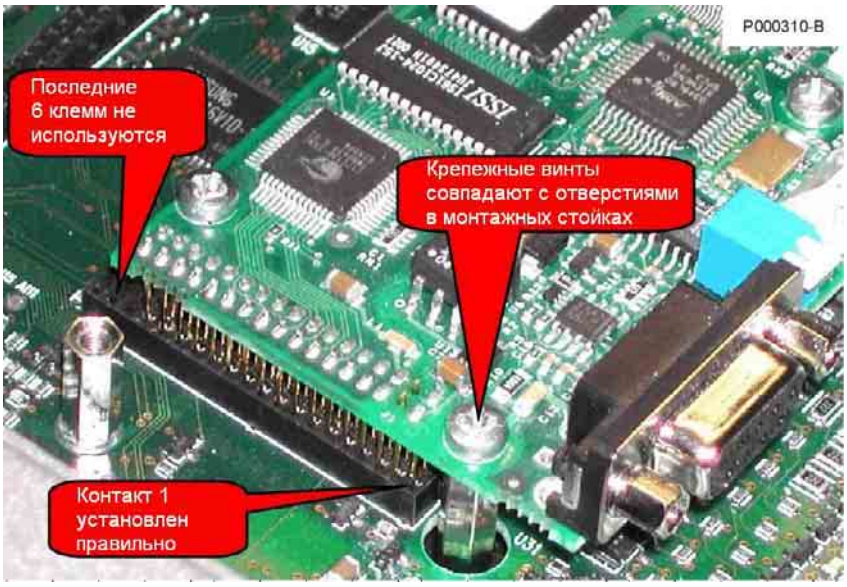

Рис. 124: Проверка подключения контактов в слоте B
4. Установите плату Fieldbus в слот B; убедитесь, что контакты разъема платы связи вошли в передние гнезда разъема на плате управления, а последние 6 гнезд остались неподключенными. При правильной установке три крепежных отверстия совпадут с отверстиями для винтов на монтажных стойках. Закрепите плату винтами, как показано на рис. 124 и 125.